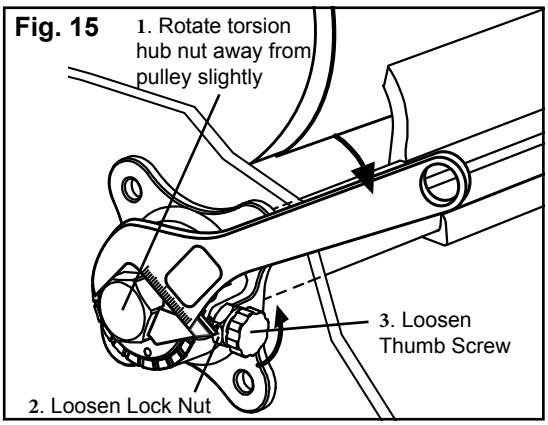

Fig. 15
1. Place adjustable wrench on Torsion Hub nut. Rotate away from pulley slightly to relieve force on thumb screw (Fig. 15).
2. Release the tension on the pole by unlocking the thumb screw lock nut and turning the thumb screw counterclockwise until it is free from the tension hub (Fig. 15).